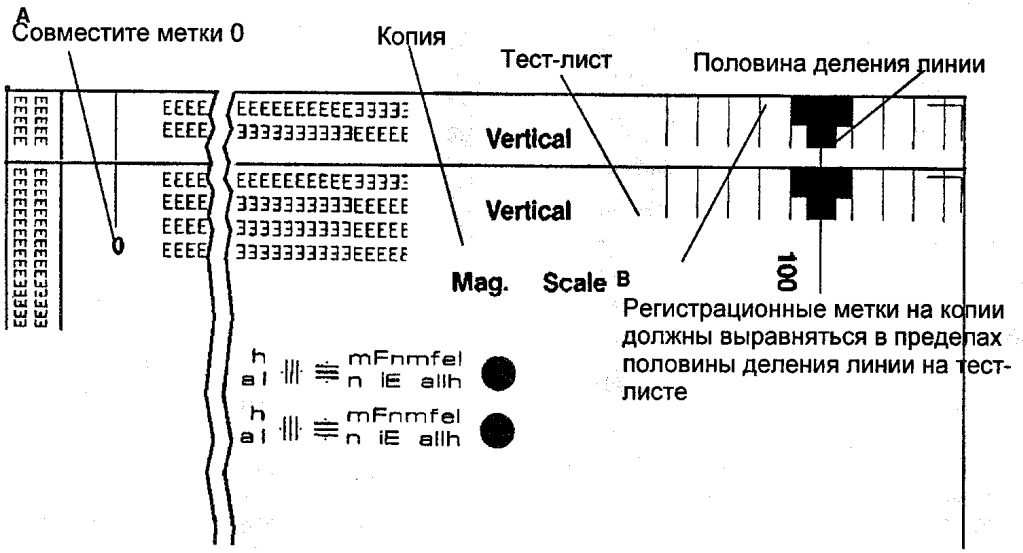

Рис. 1 Проверка совпадения эталонных меток на тест-листе с метками на копии
3. (РИС. 1): СРАВНИТЕ ЭТАЛОННЫЕ МЕТКИ ШКАЛЫ ВЕРТИКАЛЬНОГО УВЕЛИЧЕНИЯ НА ТЕСТ-ЛИСТЕ С МЕТКАМИ НА КОПИИ.